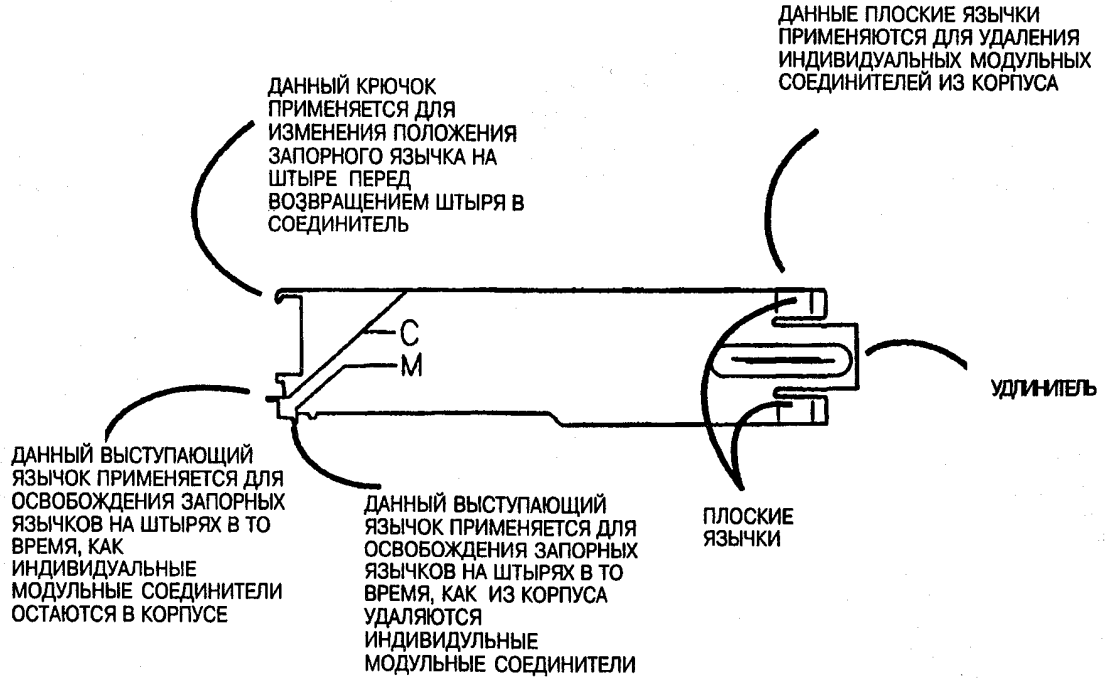

Рис. 1. Инструмент для извлечения <Molex>
1. (Рис. 1): Инструмент для извлечения <Molex>.